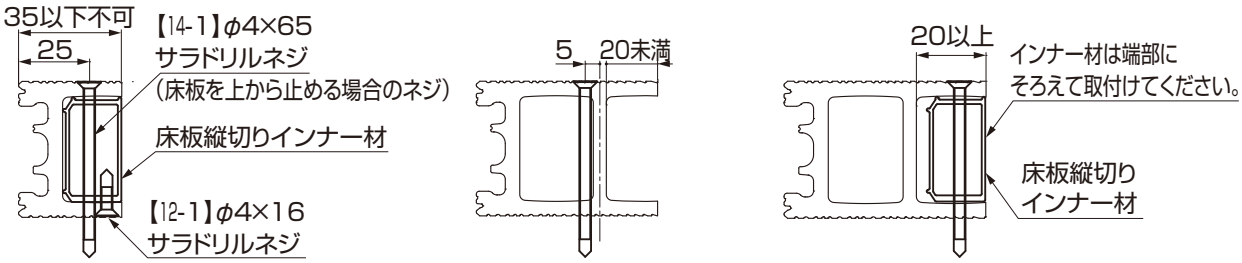

図3-5　木彫・DCの場合
⑤床板を【14-1】で大引に取付けてください。(図3-4、図3-5参照)